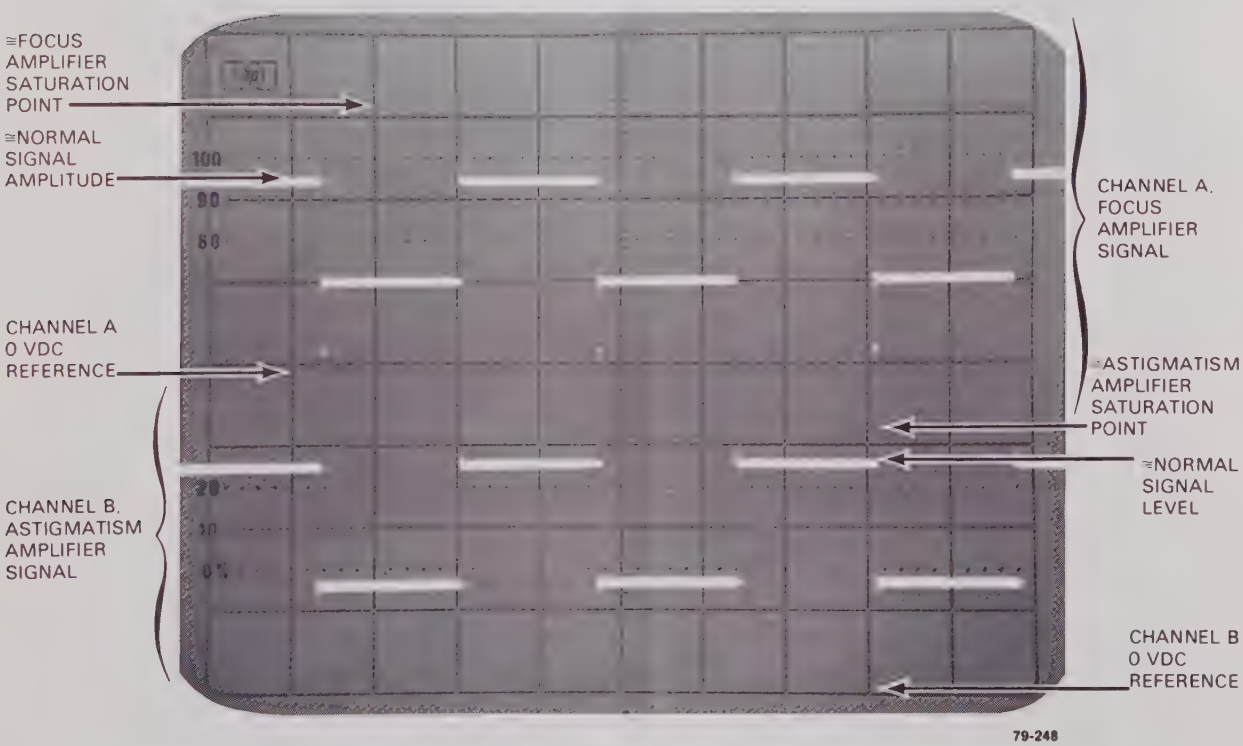

Figure 5-19. Focus and Astigmatism Waveforms
d. Set oscilloscope controls as follows and obtain the display as shown in figure 5-19.